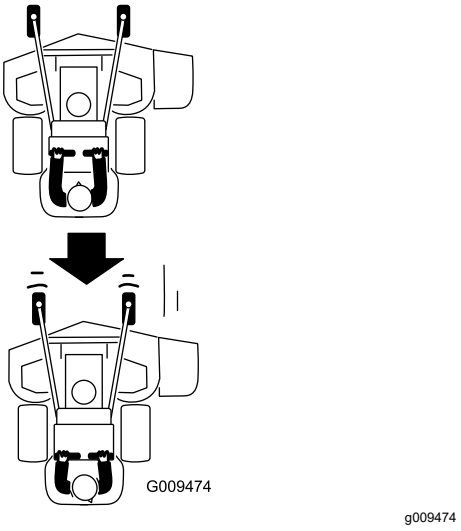

Figure 21
2. Tirez les leviers de commande de déplacement lentement en arrière (Figure 21).